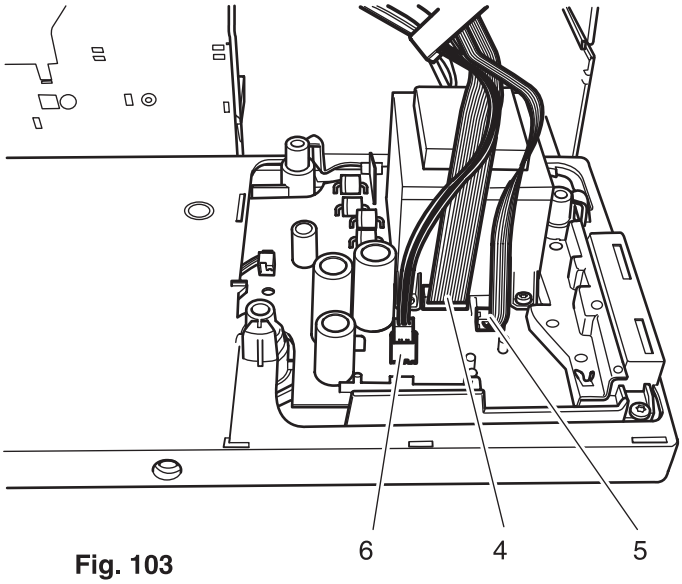

Fig. 103
- Tilt the bast to the front and remove three connection plugs 4, 5 and 6 (fig. 103).
- Mount three connection plugs 4, 5 and 6 onto the circuit board of the base plate (fig. 103).